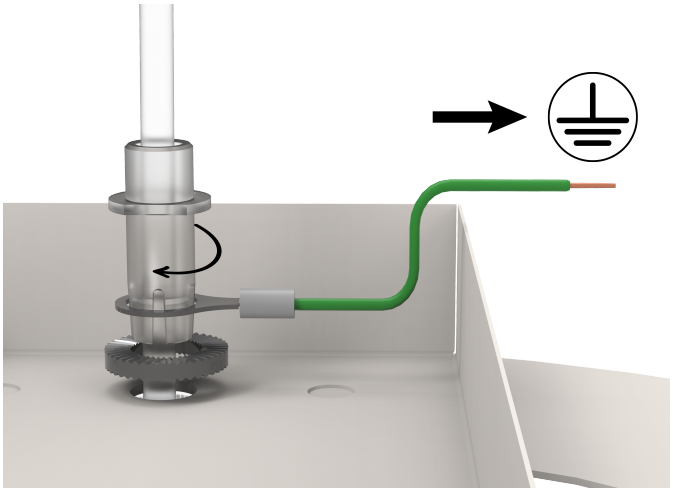

Рис.1
5. Подвести выведенный провод от светильника к источнику питания и поключить белый провод в клемму "+", серый провод в клемму "-". Провод заземления от декоративной чаши необходимо установить между констргайкой и зажимом декоративного провода, а затем подключить в клемму зазмеления (Рис. 1);